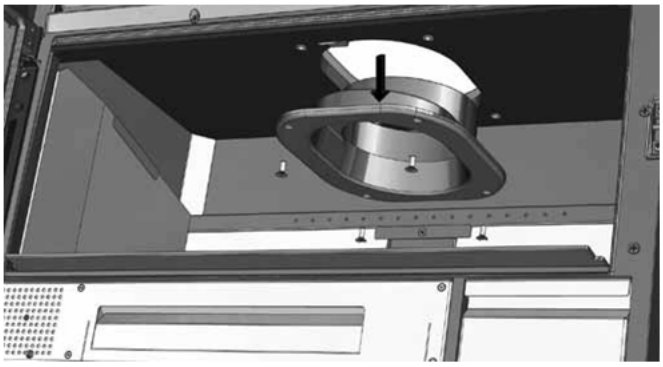

FIG. 12
2. Sacar a chaminé puxando-a para baixo **CUIDADO! SUJEITE A CHAMINÉ COM UMA MÃO ANTES DE SOLTAR O ÚLTIMO PARAFUSO, PARA EVITAR A QUEDA DA CHAMINÉ.** (Fig. 12)